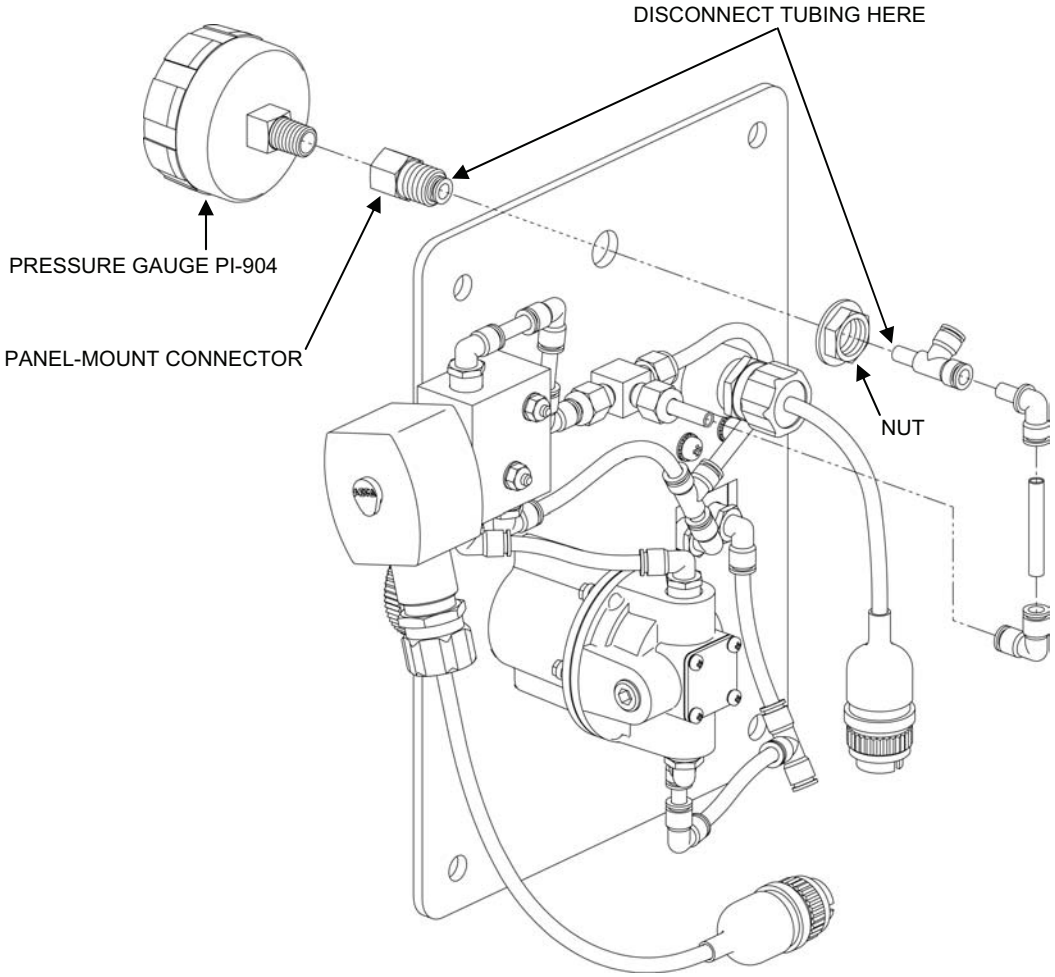

Figure 7. Pressure Gauge PI-904.
1. Remove Pressure Gauge PI-904 from the feed flow control panel assembly as follows (see Figure 7):